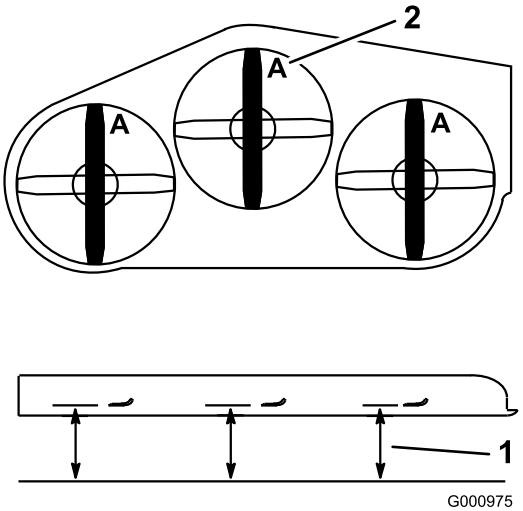

Figura 74
3. Con la máquina ubicada en una superficie nivelada, coloque una cuchilla en posición longitudinal. Mida en la posición **A** desde una superficie nivelada hasta el filo de corte de los extremos de la cuchilla (Figura 74).